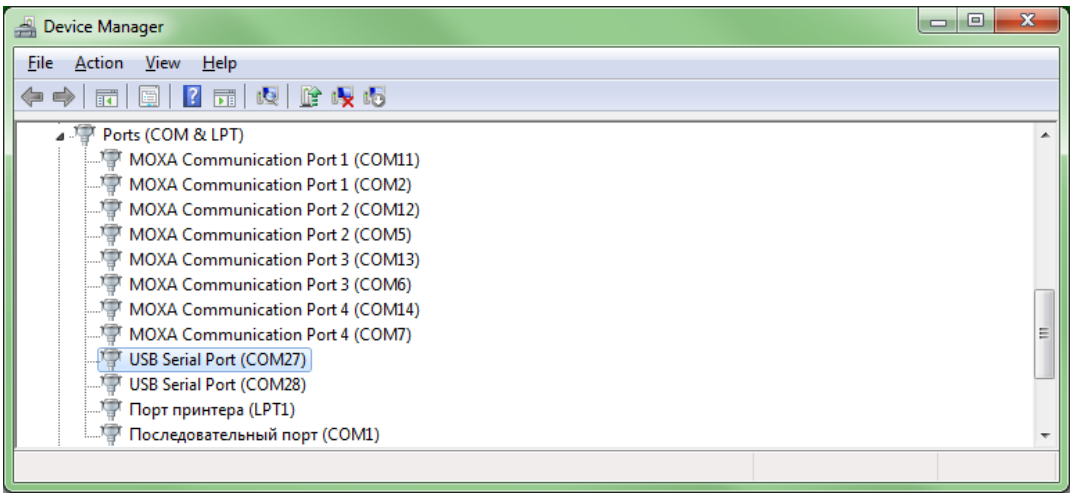

Figure 66: Finding virtual COM port
- Open it by clicking **+**. Figure 66 illustrates the example with virtual port COM27.